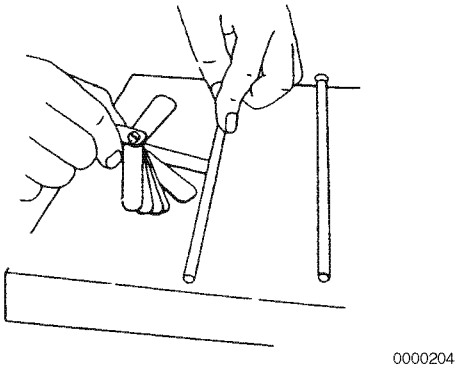

Figure 6-15
3. Use a feeler gauge to measure the gap **(Figure 6-15)**. *See Push Rod on page 6-9 for the service limit.*